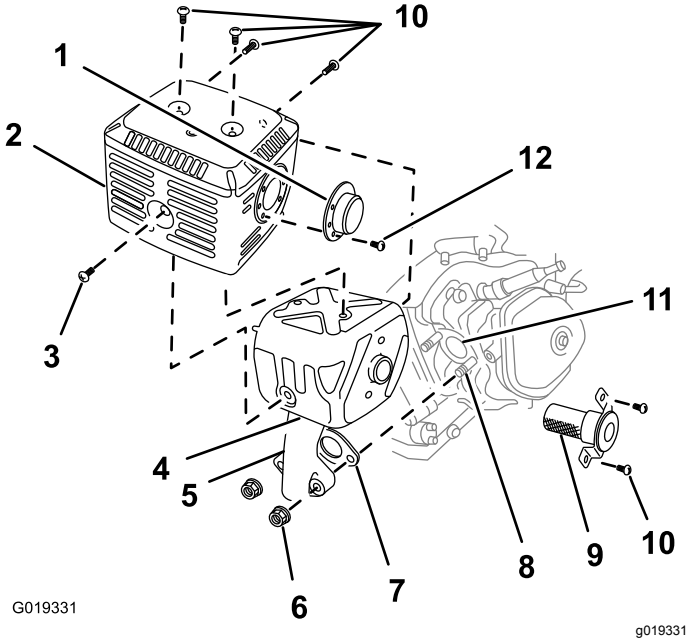

Figure 51
5. Remove the 2 nuts (8 mm) and remove the muffler from the cylinder (Figure 51).
6. Remove the 3 screws (4 mm) from the exhaust deflector, and remove the deflector (Figure 51).
7. Remove the screws (5 mm and 6 mm) from the muffler protector, and remove the muffler protector (Figure 51).
8. Remove the screws (4 mm) from the spark arrester, and remove the spark arrester from the muffler (Figure 51).